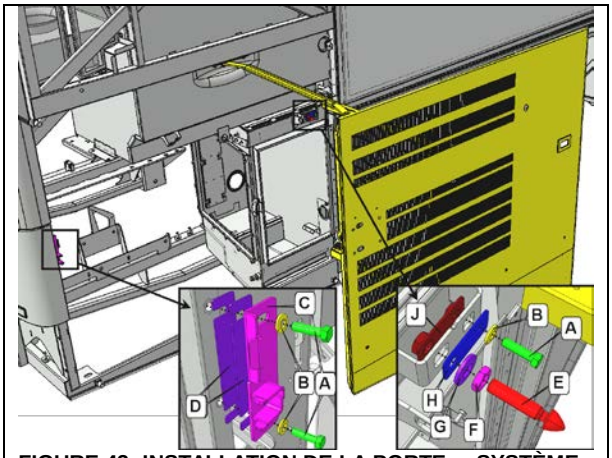

FIGURE 43: INSTALLATION DE LA PORTE – SYSTÈME DE LOQUET
1. Pour ajuster la position, la porte doit pouvoir bouger librement. Vous devrez donc enlever la goupille E et la plaque de butée C (Figure 43).